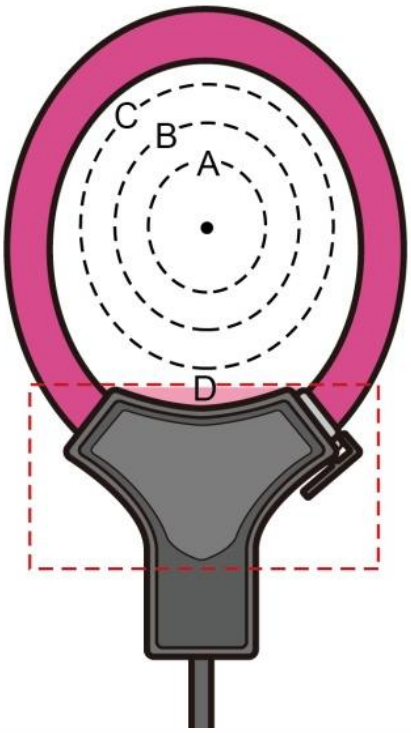

**Figure 1.0**
1. The ICP DAS Rogowski power meter is calibrated with the conductor positioned at the center (Position A in Figure 1.0), which is the ideal location to ensure measurement accuracy.
2. The Rogowski coil is not a completely closed circular structure, as it has a connection joint. The dashed area at Position D in Figure 1.0 indicates the location of this connection. It is known that when the measured conductor is placed closer to this area, the measurement error increases because magnetic flux variations in that section cannot be properly detected. Please avoid measuring current within the dashed area, as doing so may result in measurement errors exceeding −5%. Moreover, external magnetic flux can also affect the connection section, further increasing measurement errors.
| 500A | 50A – 500A | Higher Error (±2%–±4%) | Within ±2%; if the conductor is positioned at the center (Position A in Figure 1.0), the accuracy can be further improved to within ±1%. |